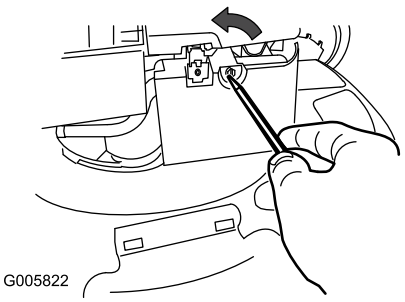

Figuur 20
1. Gebruik een schroevendraaier om het luchtfilterdeksel te openen (Figuur 20).